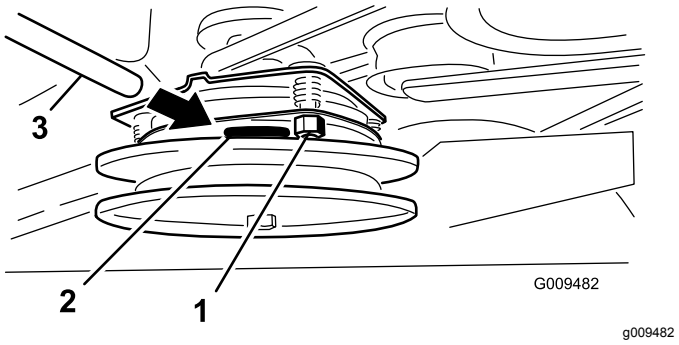

Bild 58
3. Ziehen Sie die Sicherungsmuttern an, bis die Fühlerlehre etwas fest sitzt, jedoch leicht bewegt werden kann (Bild 58).